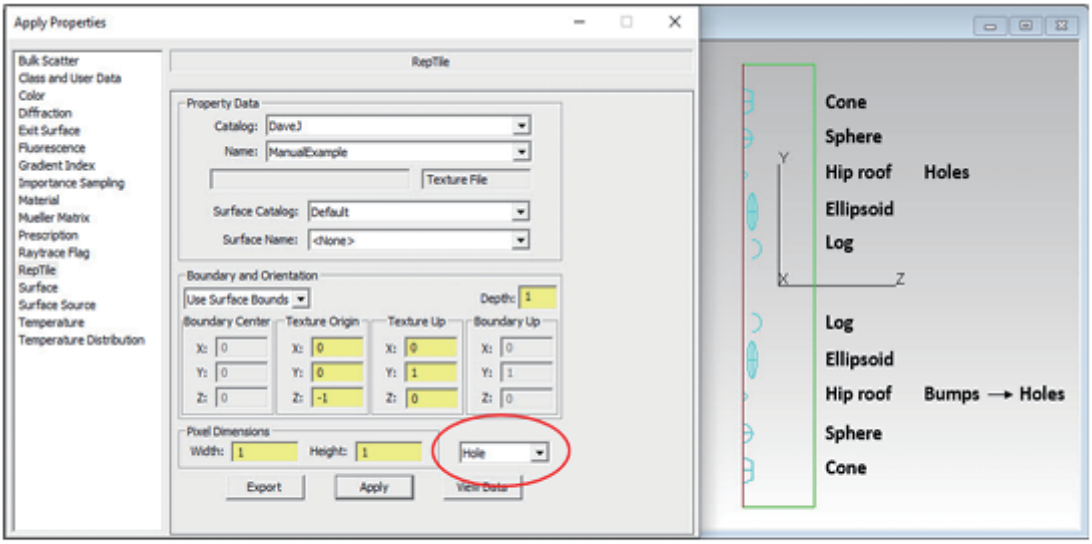

FIGURE 4.37 - Textured RepTile visualization showing the Hole orientation for a RepTile property that originally contains Holes and Bumps.
- 図 4.37：穴の特徴であるため、すべての特徴が穴として扱われます。